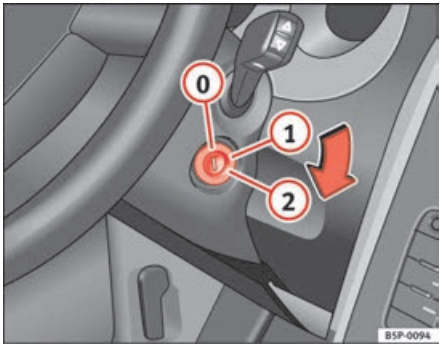

Fig. 100 Ignition key positions
In the position ⇒ fig. 100 the ignition and the engine are OFF and the steering may be locked.
– Turn the ignition key to position ⇒ page 132, fig. 100 (1). The indication lamp ⌀ will light for engine pre-heating.
– When the warning lamp goes out, turn the key to position (2) to start the engine. Do not press the accelerator.
– Turn the ignition key to position ⇒ page 132, fig. 100 (0).